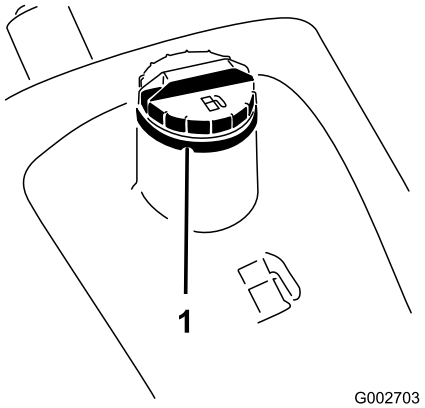

Figur 14
1. Gör rent omkring tanklocket (Figur 14).